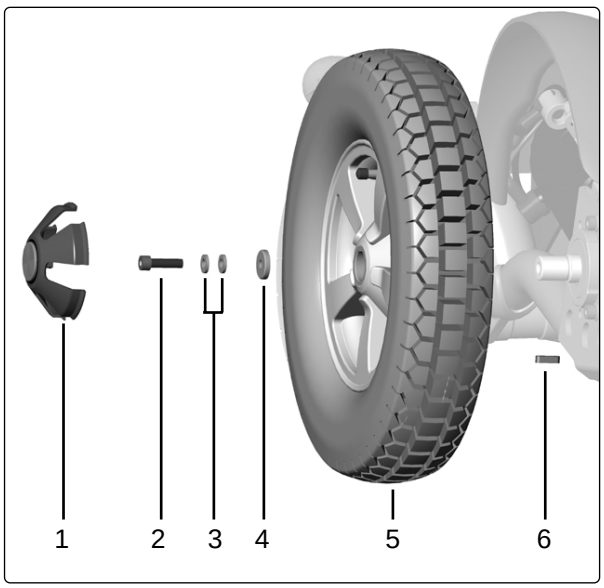

Abb. 13. Felgenbefestigung.
3. Lösen Sie die Radnabe 1 und nehmen Sie sie ab; entfernen Sie die Schrauben 2 und Unterlegscheiben 3 und 4, s. Abb. 13.
5. Setzen Sie die drei Unterlegscheiben 3 und 4 auf Schraube 2 und ziehen Sie das Rad fest. Setzen Sie die Nabenkappe 1 auf, siehe Abb. 13.